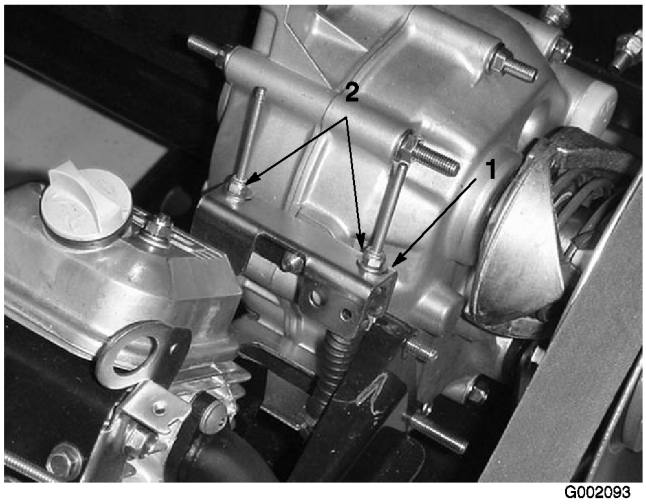

Figur 40
Når man utfører rutinemessig likehold og/eller motordiagnostistikk, må transakselen flyttes til fri (Figur 40). Kjøretøyet har en fri-posisjon på girspaken som kontrollerer nøytralen i transakselen. Du bør gjennomføre følgende
2. Påse at den nøytrale braketten er i fri-posisjonen (vater) ved å dreie drivclutchen (Figur 40). Kjøretøyet skal ikke rulle frem og tilbake. Dersom det gjør det, må du sette den nøytrale braketten i fri.
3. Stram en av låsemutterene (Figur 40) til dødgangen fjernes fra skiftekabelen.